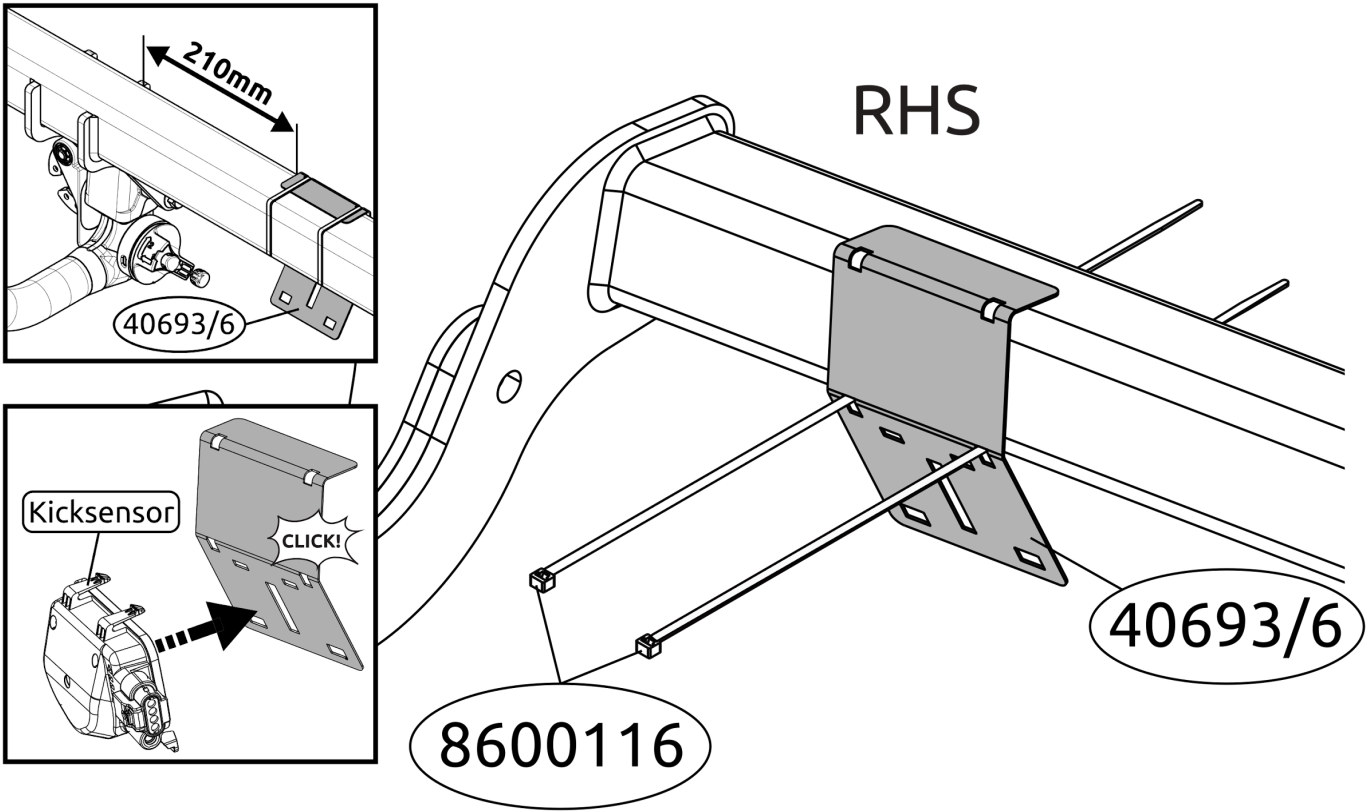

Fig. 4
10. Внимание, если имеются: монтировать парковочный датчик. См. рисунок 4